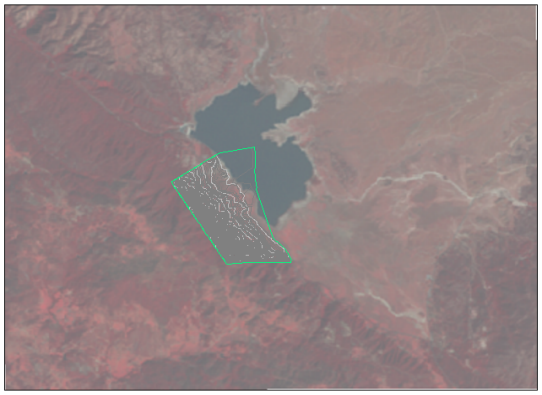

Figure 3-79 *Surface displayed over the inserted raster image*
7. Choose the **Send to Back** option from this flyout; the surface is now displayed over the image, as shown in Figure 3-79.